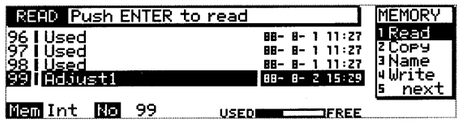

Fig.20
2. Press FUNC1 key to call "Read". (See Fig.20.)
2. FUNC 1 キーを押して Read を呼び出す。(Fig.20)